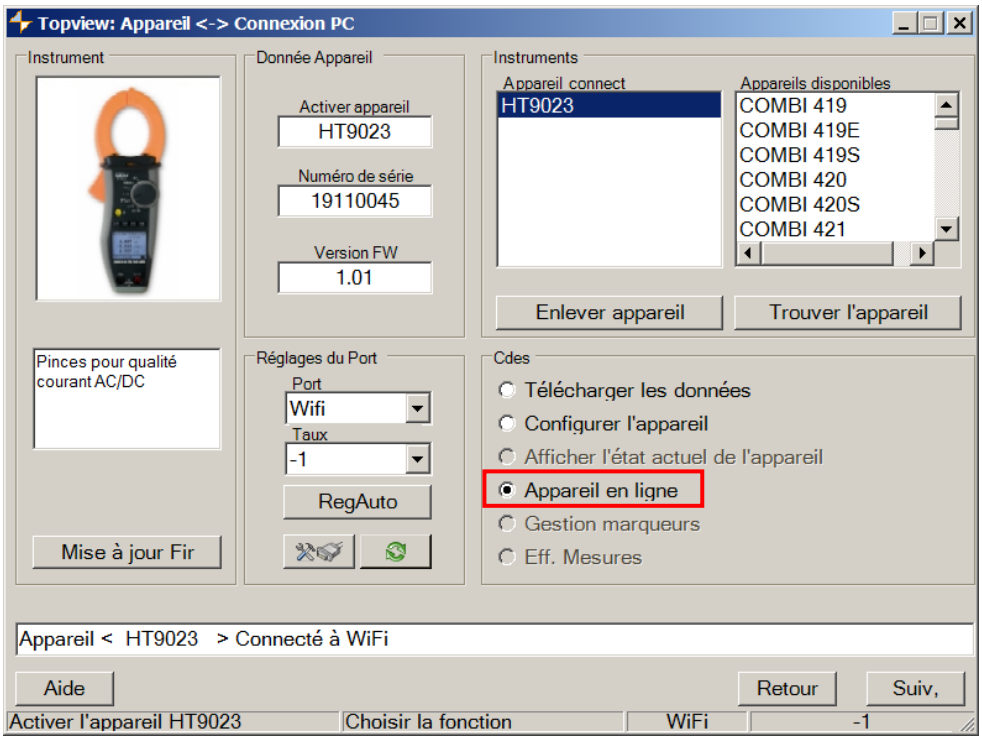

Fig. 19: Connexion de l'instrument en temps réel
7. Ouvrir la section "**Appareil-Connexion PC**" et sélectionner l'option "Instrument En Ligne" comme montrer sur la figure suivante Fig. 19